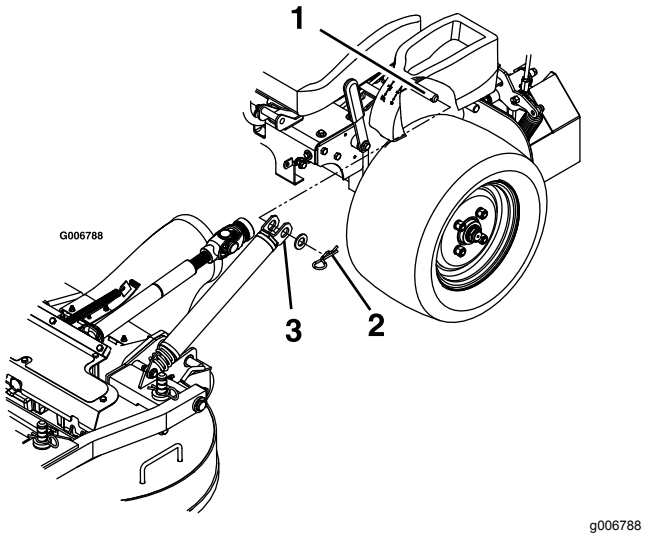

Figur 77
4. Fjern låseclipsene og spændeskiverne øverst på skjoldets hjælpeløftefjeder på hver side af maskinen (Figur 77).
10. Monter fjedrene på fjederankerpindene under venstre og højre konsol, og fastgør dem med en spændeskive og en låseclips (Figur 77).